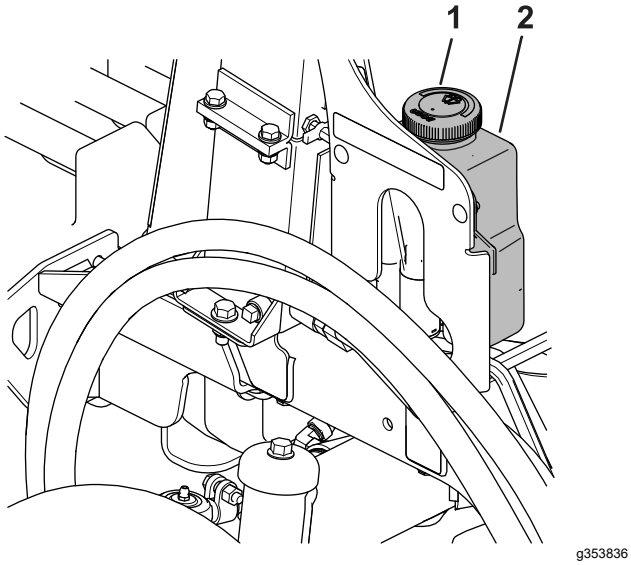

Figur 90
1. Fjern dækslet (Figur 90) fra beholderen.